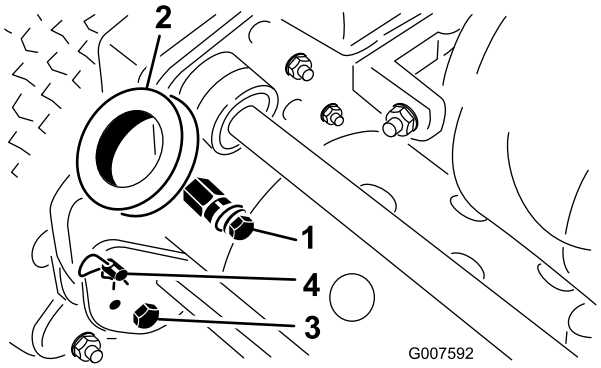

**Rysunek 2**
1. Zdemontuj śruby, nakrętki zabezpieczające i podkładki mocujące spód ramion uchwytu do każdej strony maszyny (Rysunek 2).
2. Zdemontuj zawleczki i trzpienie pierścieniowe mocujące ramiona uchwytu do tylnej części ramy (Rysunek 2).
3. Wsuń końce uchwytu w otwory w ramionach uchwytu i wyrównaj otwory za pomocą trzpieni mocujących (Rysunek 2).
1. Zdejmij zawleczki z trzpieni pierścieniowych po każdej stronie kosiarki (Rysunek 2).
2. Podtrzymując uchwyt, usuń trzpienie pierścieniowe z każdej strony i podnieś lub opuść uchwyt w wymagane położenie robocze (Rysunek 2).